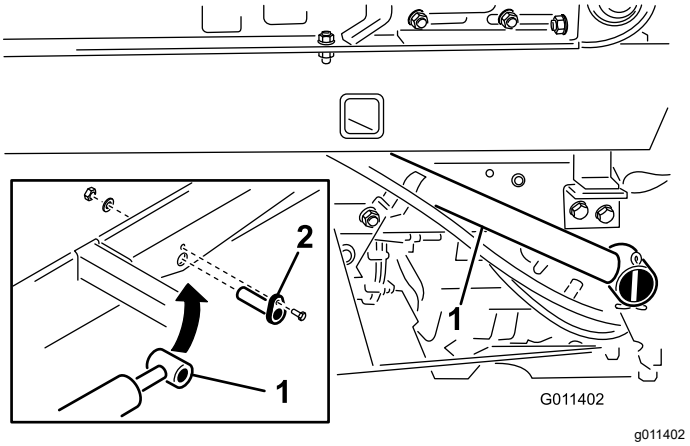

**Figur 12**
1. Fäst lyftcylinderstavens ändar på topdresserns bas med en cylindersprint (Figur 12).
2. Fäst cylindersprintarna på topdresserns bas med en huvudskruv (¼ x ¾ tum), en planbricka och en mutter (Figur 12).